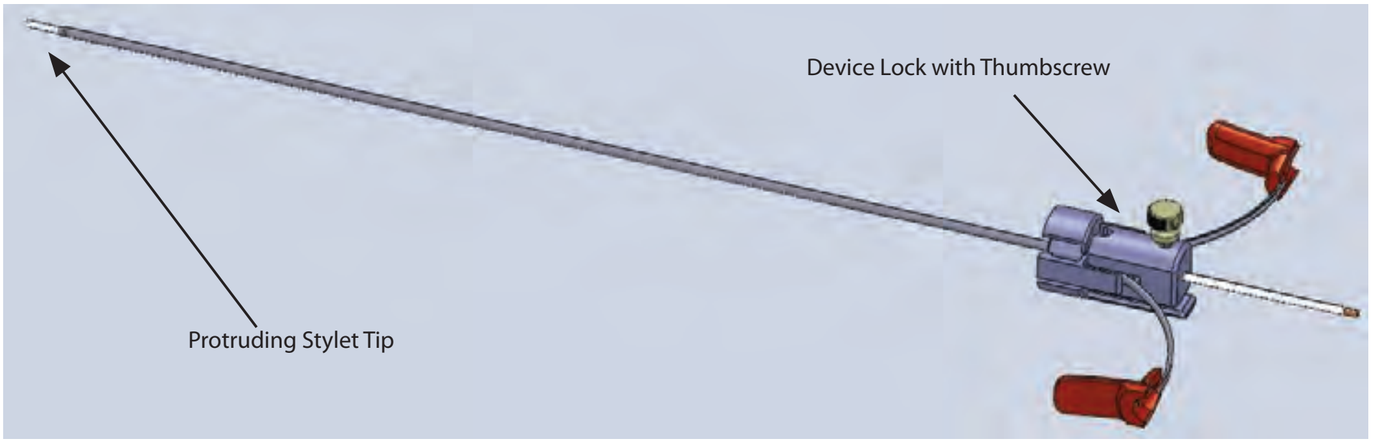

Figure 20: Stylet Inserted into Peel-Away Sheath
17. Insert the Stylet into Dock until Device Lock mates and snap locks to Dock, making sure to orient the Device Lock such that the white thumb screw opposes the backboard extension piece of the dock. **See Figure 20.**
19. During insertion, view the advancement of the Stylet Assembly on the ClearPoint Workstation as appropriate. This insertion and visualization may be performed in 1/3 increments. **See Figure 20 for Stylet Assembly inserted into SMARTFrame XG.**